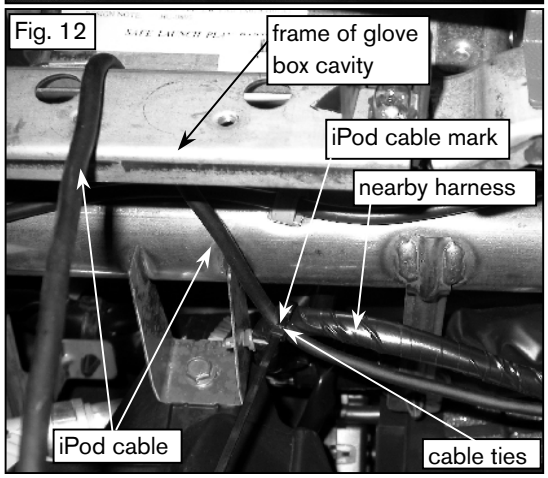

Fig. 12
(3) Route cable up and over upper frame of glove box cavity. Continue routing down and to the right of the glove box cavity. Secure with one (1) cable tie on the iPod cable mark made earlier to nearby harness. Fig. 12